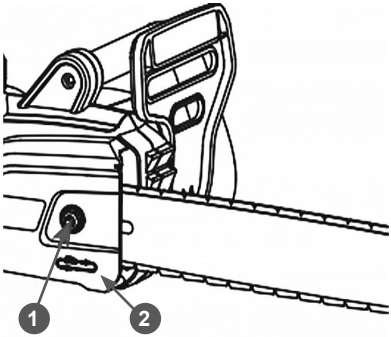

Рис. 2 Снятие крышки шины
2. Открутите гайку 2 крепления крышки шины (Рис. 2) против часовой стрелки и снимите крышку 1 шины с корпуса электропилы.